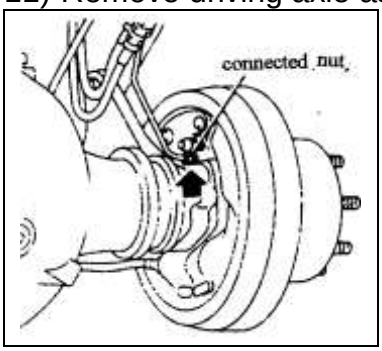

Fig.3-1
4) Disconnect brake nuts from left and right cylinders.(see fig.3-1)。